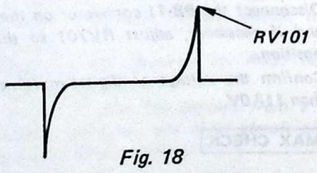

Fig. 18
2. *Connect the LPF shown in Fig. 18 between BB baord Q821 emitter and ground, and observe its output on an oscilloscope (H cycle).*
3. *Adjust LIN DLY VR (RV101) so that the portion of the waveform indicated in Fig. 18 is minimum.*